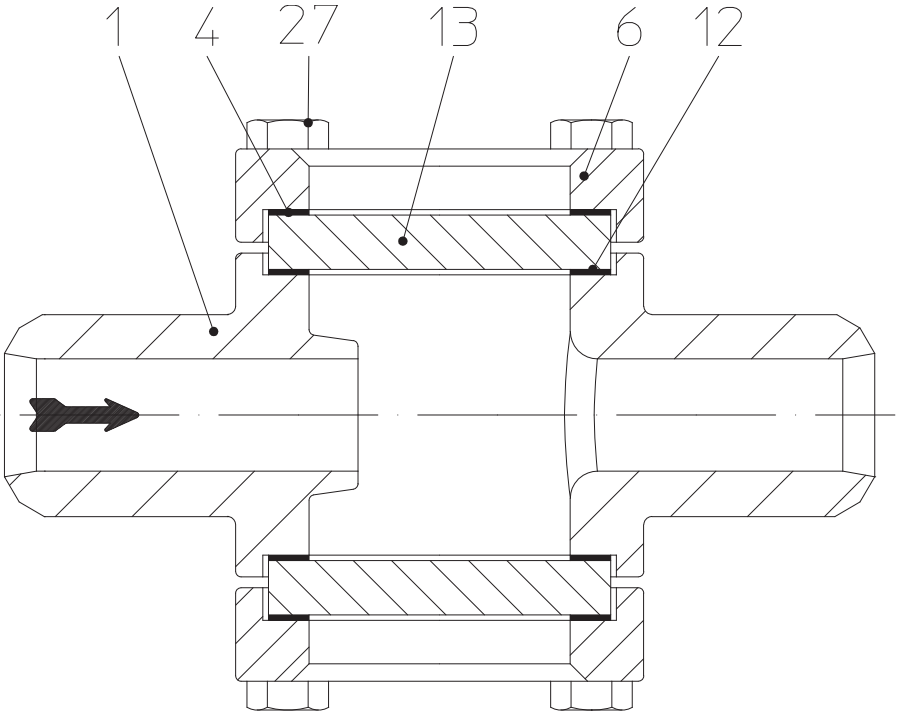

Fig. 2: Contrôleur de circulation - série 660 PN16/40
(voir Fig. 2 page 4)
Si les glaces doivent être remplacées, renouveler également les joints (pos. 12) et la feuille intermédiaire (pos. 4) (voir Fig. 2 page 4).